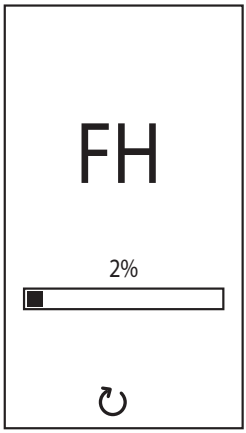

fig. 8- Purga de aire con ventilador en marcha
- Durante los 20 segundos siguientes, en la pantalla se visualiza el código **FH**, que indica que se está efectuando el ciclo de purga del aire del circuito de la calefacción con el ventilador en marcha (fig. 8).